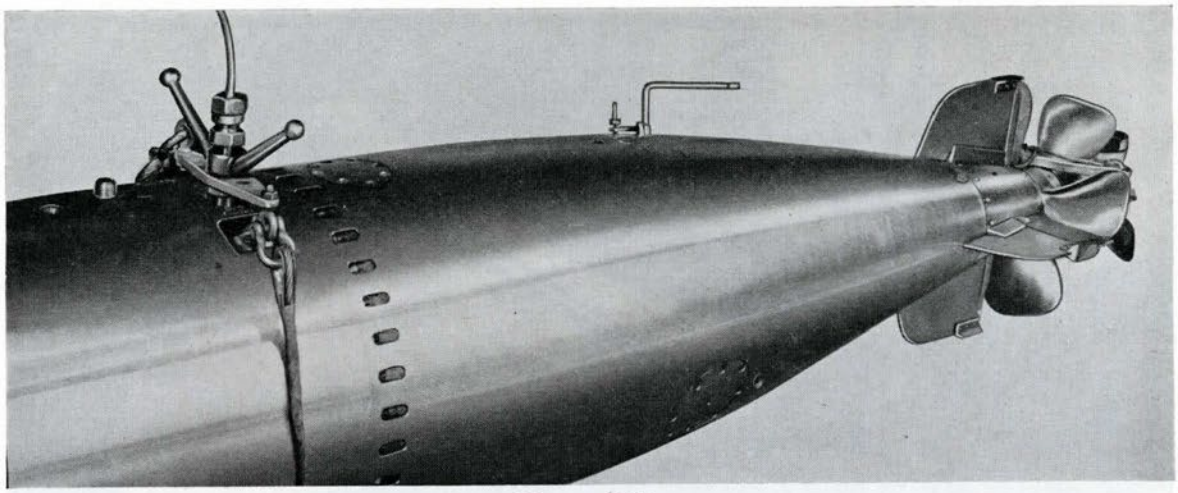

Figure 103
9. Install charging line and safety strap (Fig. 103).
12. Test forward bulkhead for leaks, using oil (C).